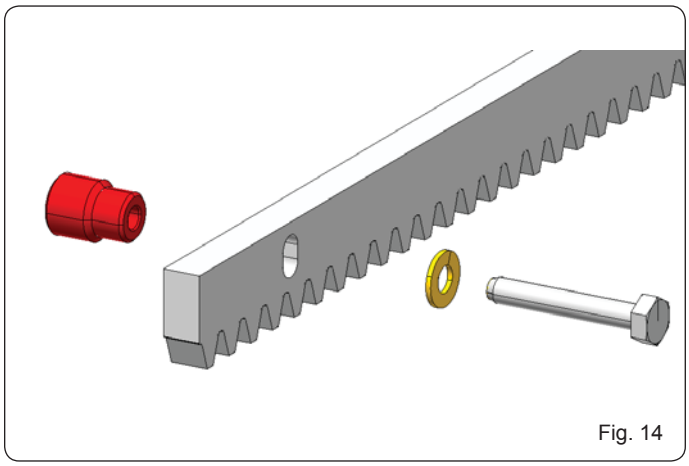

Fig. 14
5.4.2 CRÉMAILLÈRE EN ACIER À VISSER (Fig. 14)